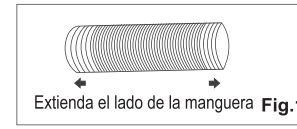

Fig.1
1. Extienda cualquier lado de la manguera (Fig.1) y atornille la entrada de manguera (Fig.2).